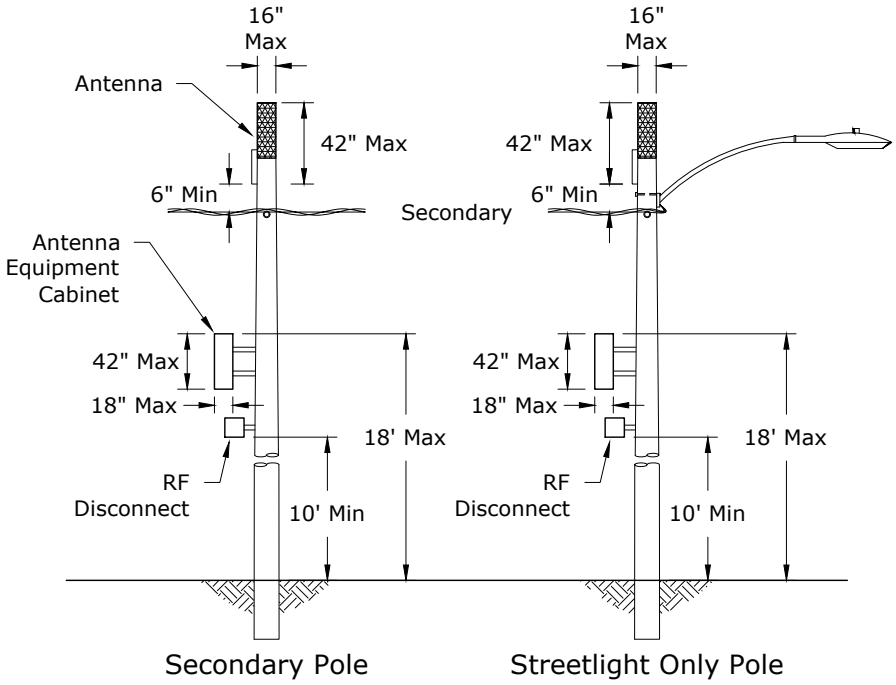

Figure 4: Small cell antenna installation clearances on secondary poles.
E. For installations in the supply space see Figure 4 and Figure 5. The existing pole may need to be replaced with a taller or stronger pole. Pole-top extensions will not be allowed.